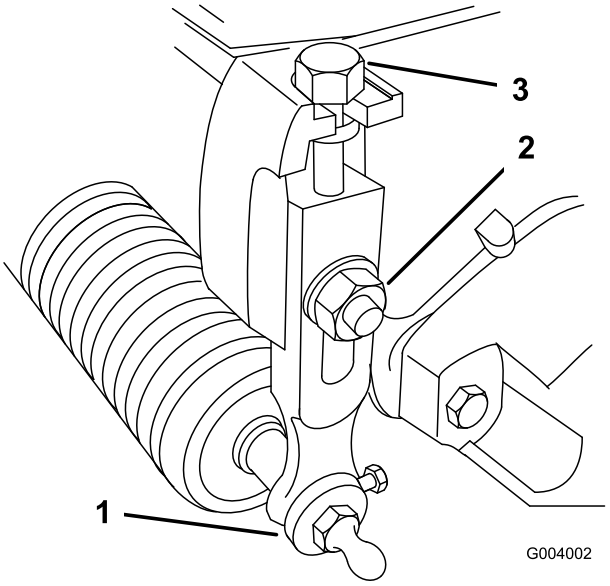

Figura 14
1. Afloje las contratuercas que fijan los brazos de altura de corte a las chapas laterales de la unidad de corte (Figura 14).